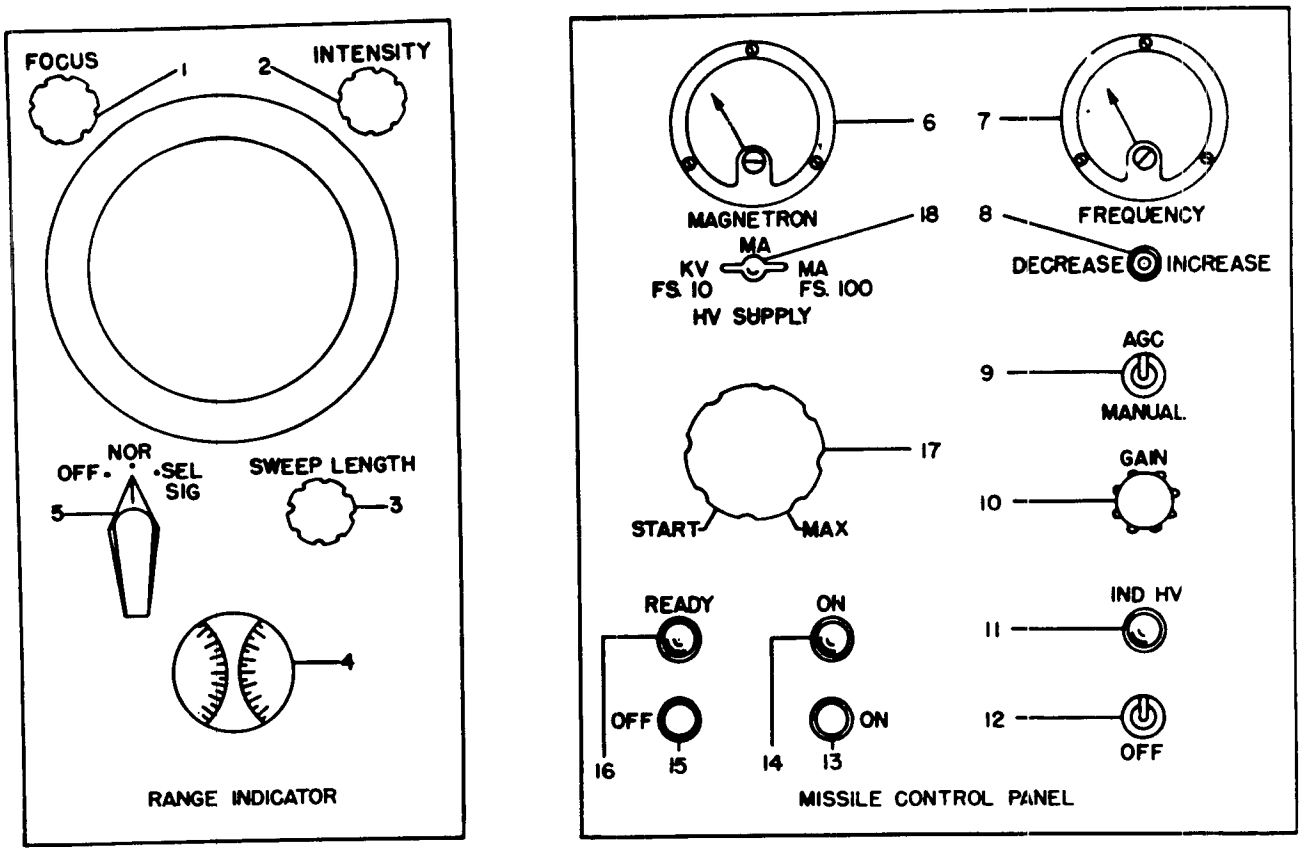

*Figure 33. Range indicator and missile control panel.*
(3) Figure 33 and table XXVIII show the indicators and controls on the range indicator and the missile control panel.